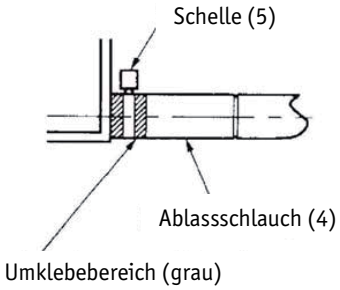

Abb. 2
- Verwenden Sie beiliegenden Ablassschlauch (4) und Zwinge (5). Legen Sie das Ablaufrohr vollständig in den Abflussstutzen ein. Schrauben Sie die Zwinge innerhalb des Bereichs des grauen Klebebands an, bis der Schraubkopf weniger als 4 mm vom Schlauch ist (s. Abb. 2, 3).